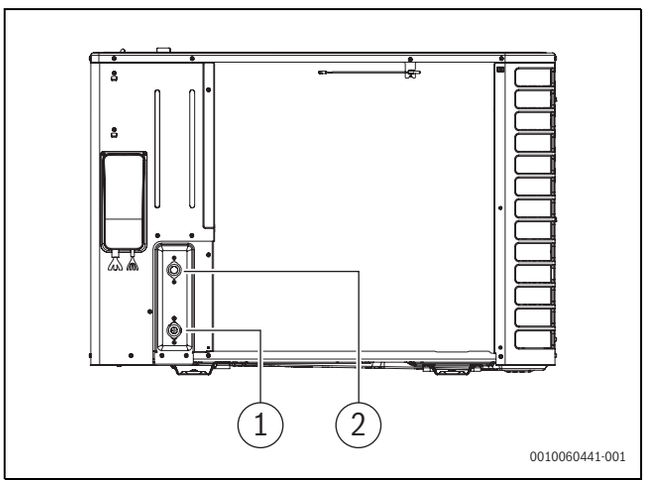

Rys. 29 Łączniki rurowe nośnika ciepła; opis dotyczy wszystkich rozmiarów.
- Podłączyć przewód powrotny do jednostki wewnętrznej do wlotu nośnika ciepła (→ [1], rysunek 29).
- Podłączyć przewód zasilania do jednostki wewnętrznej do wylotu nośnika ciepła (→ [2], rysunek 29).